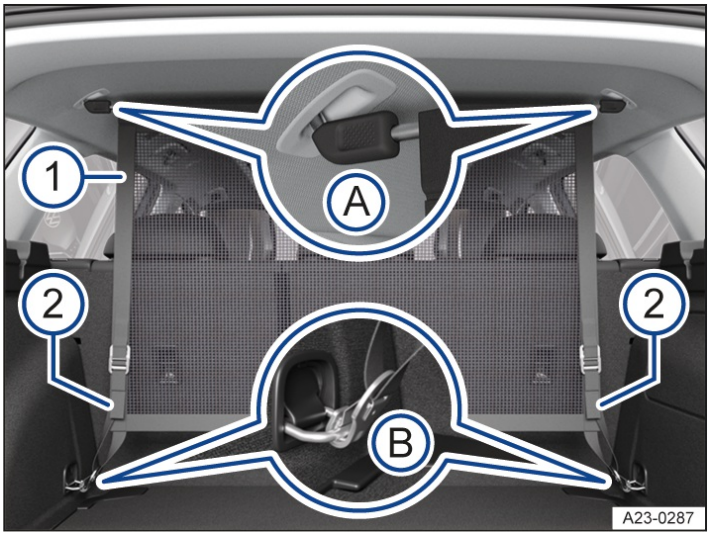
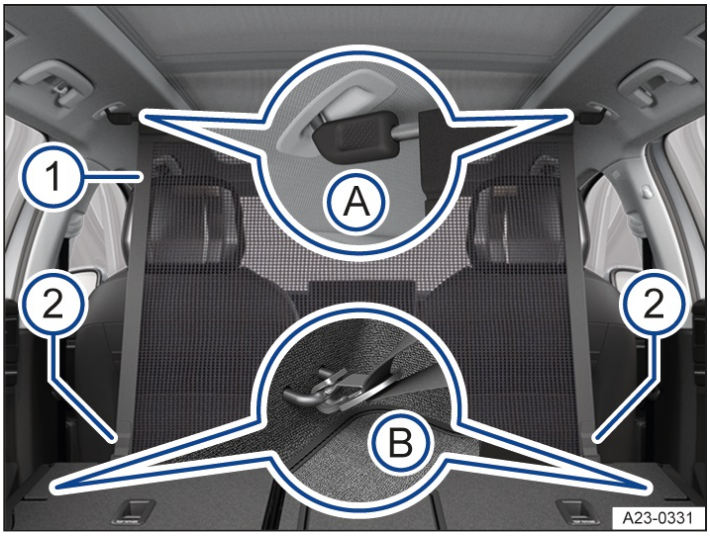

Fig. 1 In the luggage compartment: screen separator behind the rear bench seat.
Fig. 2 In the luggage compartment: screen separator behind the front seats.
The screen separator can be fitted either behind the rear bench seat→ *fig. 1* or, depending on the vehicle equipment, behind the front seats → *fig. 2*.
3. Move the screen separator → *fig. 1* (1) or → *fig. 2* (1) to the installation position.
4. Hook the screen separator into the corresponding holders in the roof→ *fig. 1* (A) or → *fig. 2* (A).
5. Hook both retaining hooks of the screen separator into the corresponding tie-downs in the luggage compartment → *fig. 1* (B) or → *fig. 2* (B) in the footwell.